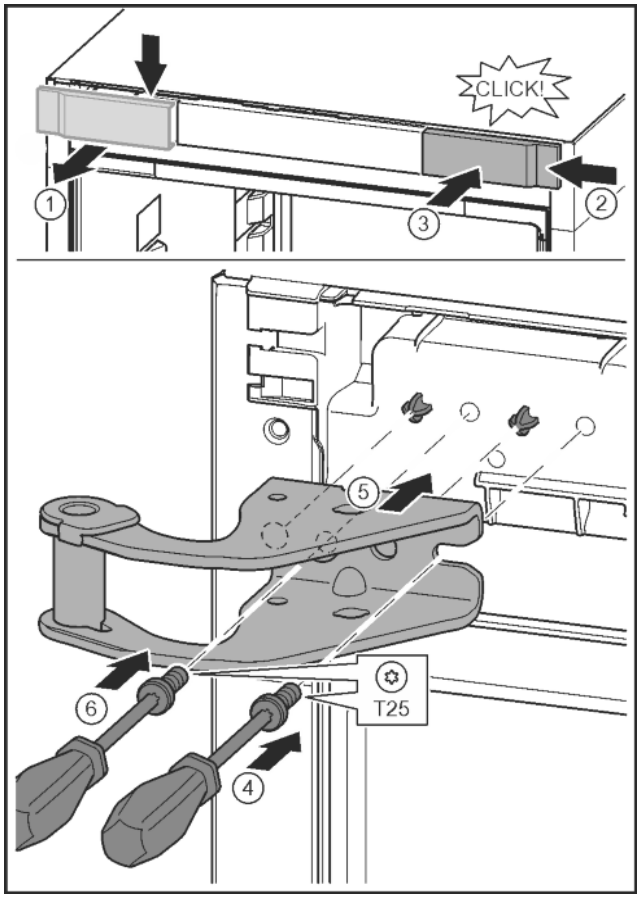

Fig. 14
▶ Libérer le cache et le retirer latéralement. *Fig. 14 (1)*
▶ Accrocher le cache tourné de 180° de l'autre côté à droite. *Fig. 14 (2)*
▶ Encliqueter le cache. *Fig. 14 (3)*
▶ Mettre en place la vis avec un tournevis T25. *Fig. 14 (4)*
▶ Mettre en place le support de palier supérieur. *Fig. 14 (5)*
▶ Serrer la vis. *Fig. 14 (4)*
▶ Mettre en place la vis avec un tournevis T25 et la serrer. *Fig. 14 (6)*